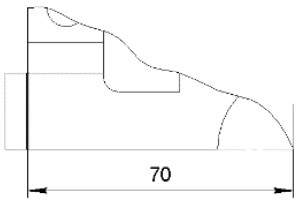

Рис. 1.37
12. Укажите верхнюю грань горизонтального элемента модели. Она будет выделена зеленым цветом. Создайте эскиз, в котором постройте вертикальный отрезок на месте будущего третьего сгиба. Отрезок от начала координат отстоит на 70 мм. Закройте эскиз (рис. 1.37).